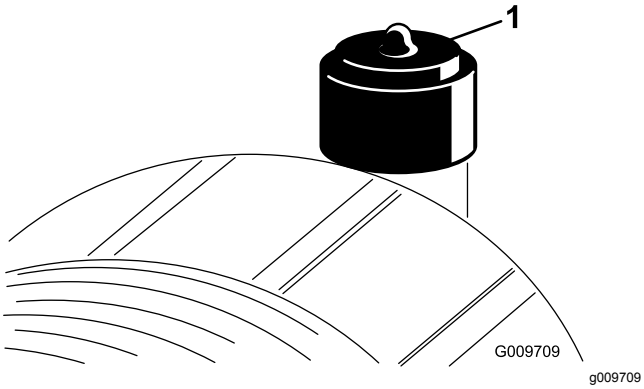

**Figur 56**
Overhal filteret på luftrenseren kun når indikatoren (Figur 56) tilsier det. Hvis du skifter filteret før det er nødvendig, øker det bare risikoen for at det kommer inn smuss i motoren når du fjerner filteret.
2. Tilbakestill indikatoren (Figur 56) hvis den viser rødt.